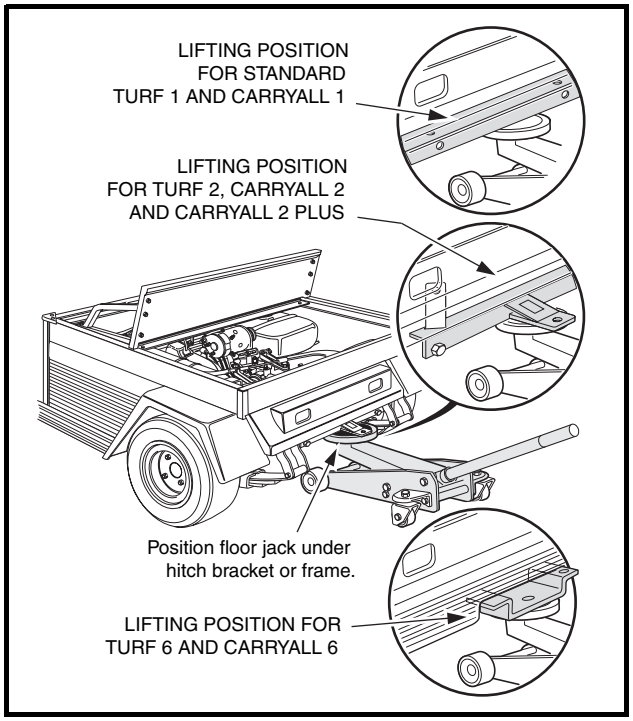

Figure 8-2 Lift Vehicle
2. Place chocks at the front wheels and lift rear of vehicle with a chain hoist or floor jack **(Figure 8-2, Page 8-2)**. Position jack stands under the frame crossmember between the rear leaf spring front frame mount and the side stringer, just forward of each rear wheel. Lower the vehicle to let the jack stands support the vehicle**. See WARNING "Lift only one end of the vehicle..." in General Warning, Section 1, Page 1-1.**